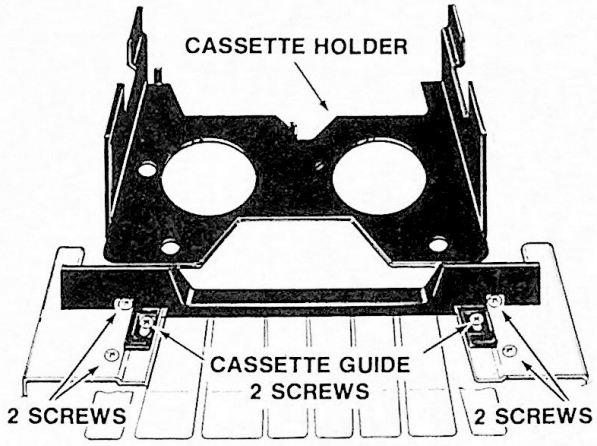

Figure 9. Cassette Holder Removal
1. Remove two (2) screws holding the plastic cassette guide.
2. Remove four (4) screws from front of cassette holder assembly. Press and hold down EJECT button and carefully lift cassette holder out of instrument (Figure 9).